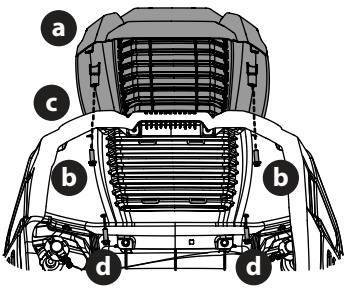

Fig. 9
2. Pour fixer le couvercle (a), placez les boulons par le dessous, serrez à la main les boulons (b) sur la partie arrière du capot avant de bien les serrer (Fig. 9).
3. Puis, alignez les trous du couvercle (a) avec ceux du capot (c) et vissez les deux boulons (d) (Fig. 9).
5. Fixez le déflecteur d'éjection avec l'écrou autobloquant à bride et le boulon hexagonal retirés à l'étape 2. Serrez à un couple de 12 à 14 N m (102-124 po-lb) (Fig. 9 à la page 83). Passez à la sous-section Réglage des roues de jauge du plateau de coupe.